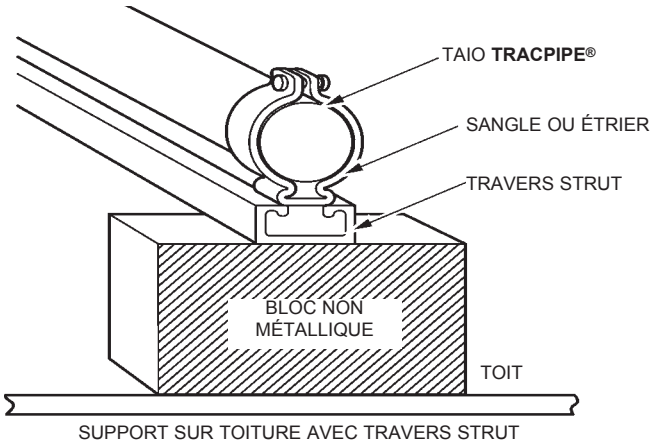

Figure: 4-18
3. La tuyauterie ***TracPipe®*** peut être supportée par un travers strut allant d'un bloc à l'autre sous la tuyauterie de gaz flexible. Un travers en acier galvanisé à petit profil (13/16 po) avec des plaques de raccordement aux joints et aux courbes offre un profilé sûr et résistant aux dommages. Avec un support en travers métallique, il est possible d'avoir des blocs à 8 pi les uns des autres. La tuyauterie ***TracPipe®*** doit être solidement fixée sur chaque bloc à l'aide de pinces métalliques conçu pour le travers strut ou à l'aide d'un mécanisme de fixation approprié. (Voir Figure : 4-18).